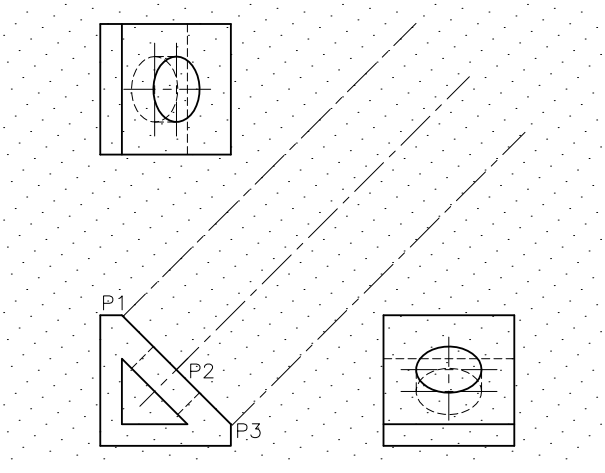

Figure 35-84 *Grid lines at 45-degree*
2. Determine the angle of the inclined surface. In this example, the angle is 45 degrees. Use the **SNAP** command to rotate the snap by 45 degrees (Figure 35-84) or rotate the UCS by 45 degrees around the *Z* axis.